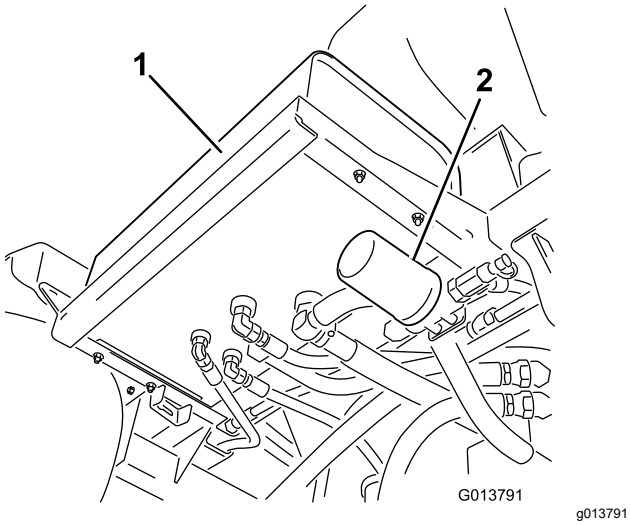
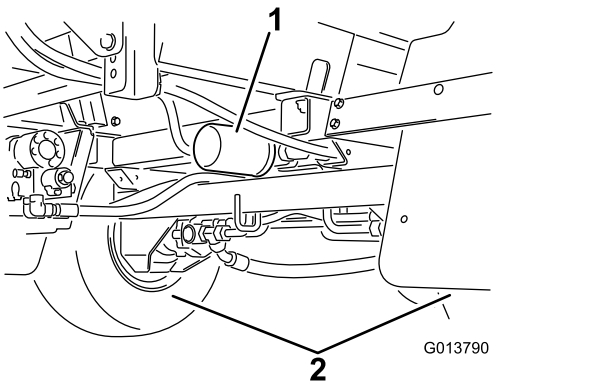

Figura 109
Figura 110
2. Localice los dos filtros hidráulicos en la máquina (Figura 109 y Figura 110).